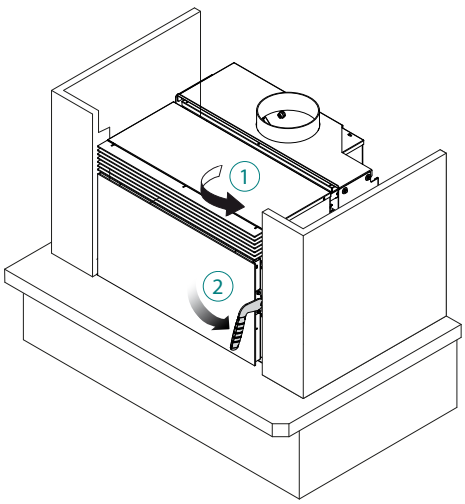

fig. 6.1.14
14) Cerrar la puerta (fig. 6.1.14)